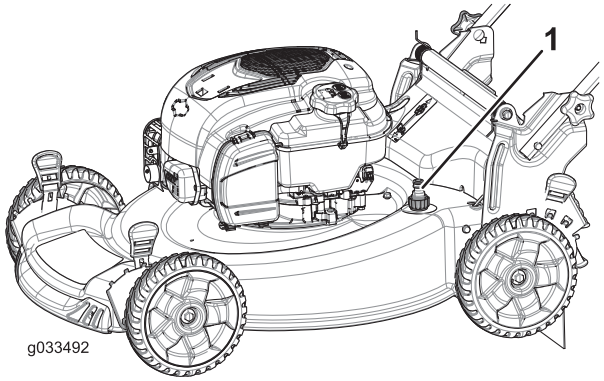

Figuur 25
5. Bevestig een tuinslang die aangesloten is op een kraan aan de wasaansluiting (Figuur 25).